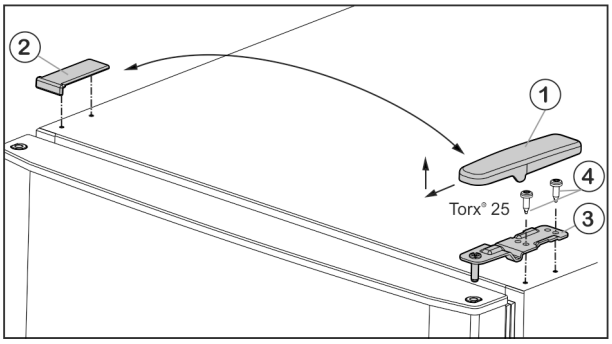

Fig. 5
- ▶ Abdeckung *Fig. 5 (1)* nach vorne und oben abziehen.
- ▶ Abdeckung *Fig. 5 (2)* abheben.
- ▶ Oberen Lagerbock *Fig. 5 (3)* abschrauben (2 mal Torx® 25) *Fig. 5 (4)* und nach oben abziehen.
- ▶ Oberen Lagerbock *Fig. 5 (3)* auf der neuen Scharnierseite in die Tür einsetzen.
- ▶ Oberen Lagerbock **fest (mit 4 Nm)** anschrauben (2 mal Torx® 25) *Fig. 5 (4)*. Eventuell einen Akkuschrauber verwenden.
- ▶ Abdeckung *Fig. 5 (1)* auf der Gegenseite von außen aufsetzen und einrasten.
- ▶ Abdeckung *Fig. 5 (2)* jeweils auf der Gegenseite von oben aufsetzen und einrasten.